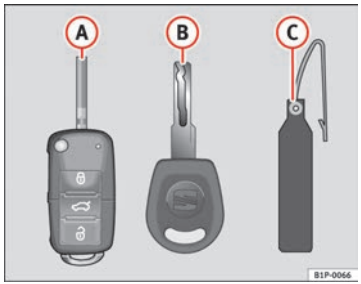

Fig. 45 Juego de llaves
- una llave con mando a distancia ⇒ fig. 45 (A)
- una llave sin mando (B),
- un llavero de plástico* (C).